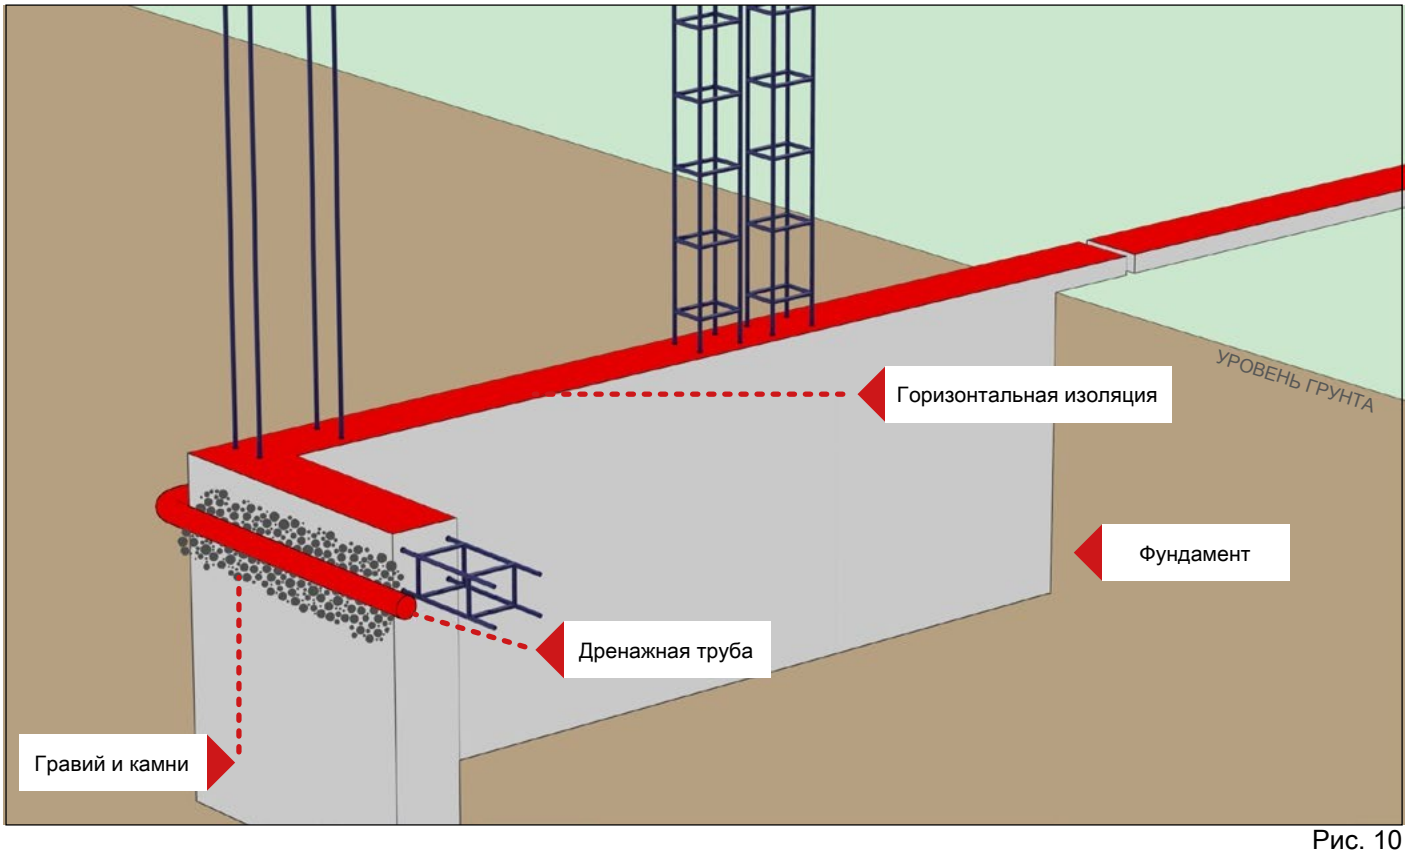

Рис. 10
5. Разместите вертикальную арматуру в местах, где запланированы столбы. Если в проекте планируются отдельно стоящие горизонтальные столбы или высота столбов выше 2 метра, то в таких случаях должна использоваться арматура толщиной прутка не ниже М12. И расположение арматуры должно быть перпендикулярно основной линии фундамента (рис. 10)
7. Нанесите на фундамент горизонтальную эластичную гидроизоляцию (например, цементную одно или двухкомпонентную), которая защитит ограждение от капиллярного подъема воды со стороны грунта (рис. 10).